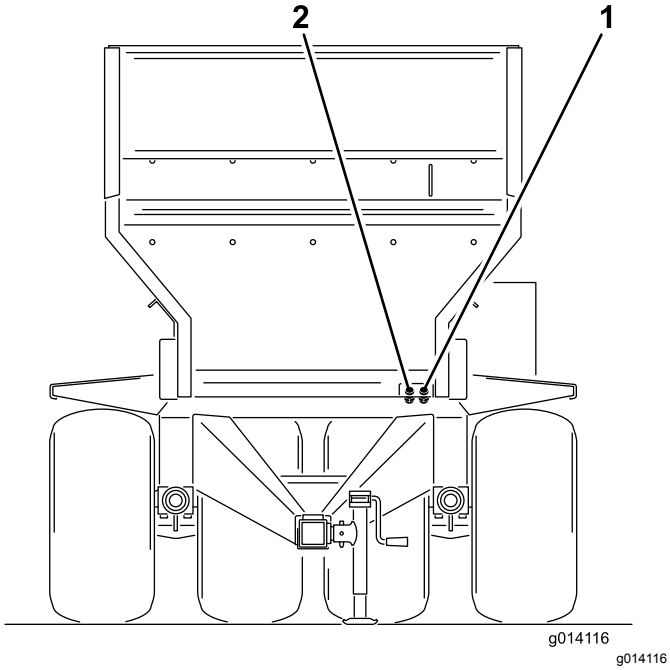

Figur 20
6. Koble de to hydraulikkslangene fra maskinen til tauekjøretøyet. Stå vendt mot fronten av maskinen og koble den høyre slangen til trykksiden og den venstre slangen til retursiden (Figur 20). Returslangen har en ledningskoblet, enveis kontrollventil. Pilen på kontrollventilen skal vende mot tauekjøretøyets returkobling.